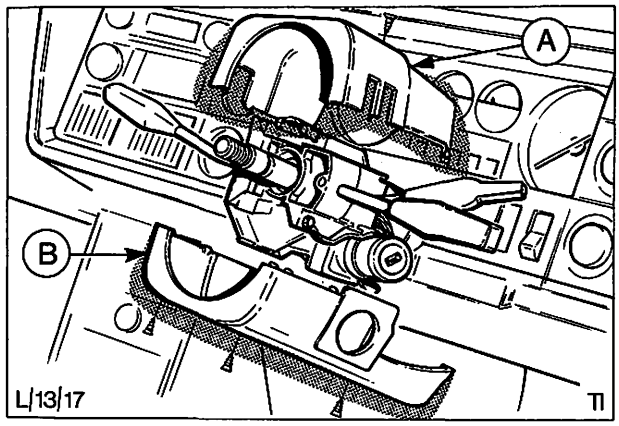

Abb. 14 Lenksäulenverkleidung
6. Obere und untere Hälfte der Lenksäulenverkleidung abschrauben und entfernen, siehe Abb. 14.